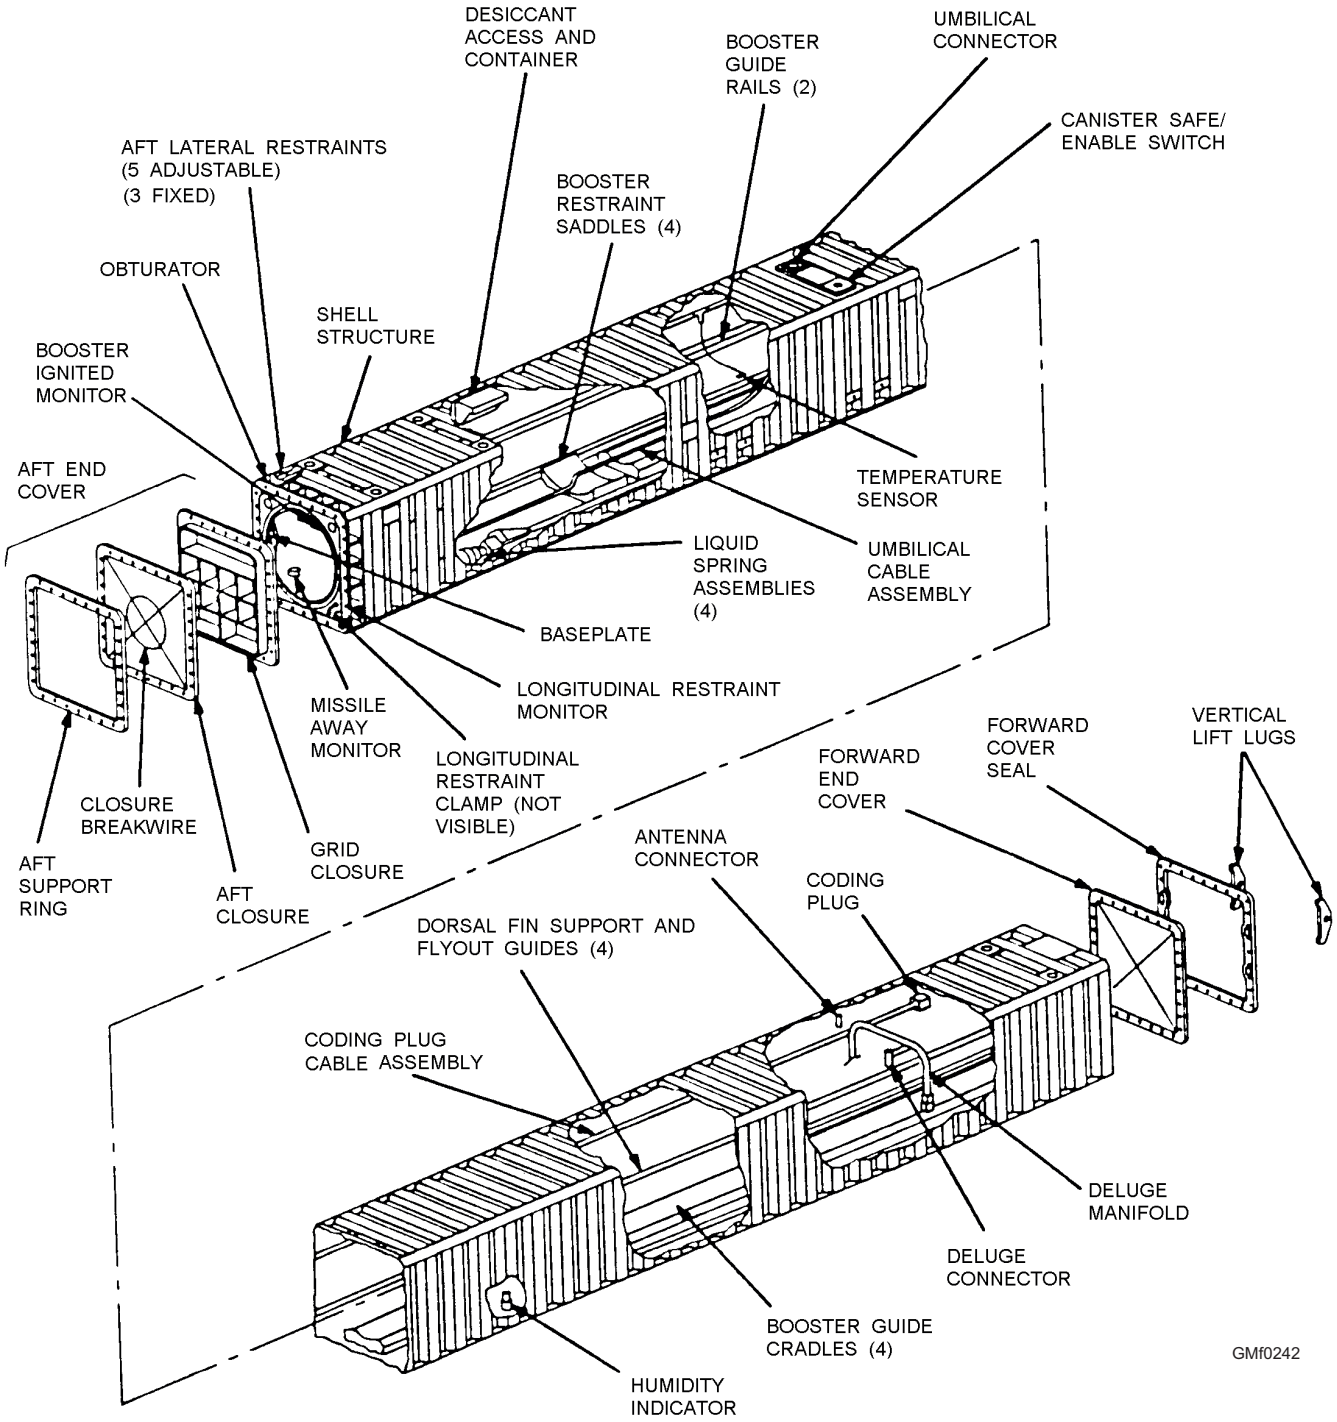

**Figure 2-42.—Mk 21 Mod 0 canister.**
range (ER) surface-to-air-missile (SAM) (fig. 2-42). Unlike other canisters, this is a single use canister. Dorsal fin flyout guides, booster guide rails, and booster guide cradles provide alignment for the missile during launch. A longitudinal restraint clamp is held secure to the booster until missile launch.